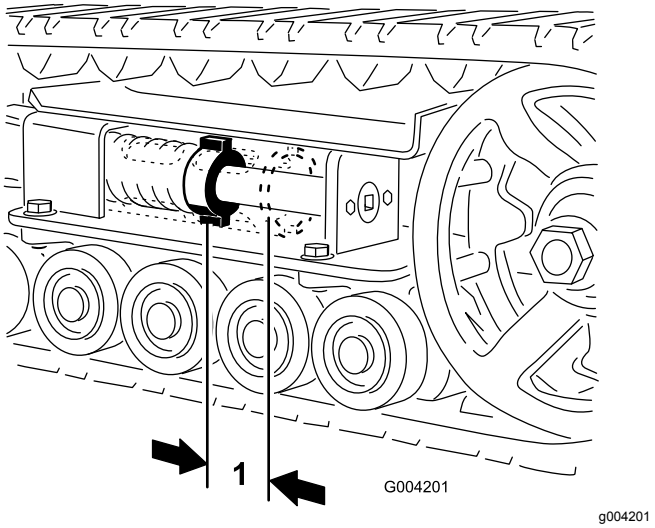

**Figur 44**
Det ska vara 7 cm mellan spännmuttern och spännrörets baksida (Figur 44). Om så inte är fallet ska larvbandens spänning justeras enligt följande:
5. Vrid spännskruven motsols med en 25-mm hylsnyckel tills avståndet mellan spännmuttern och spännrörets baksida (Figur 44) är 7 cm.
12. Vrid spännskruven motsols tills avståndet mellan spännmuttern och spännrörets baksida (Figur 44) är 7 cm.
18. Vrid spännskruven motsols tills avståndet mellan spännmuttern och spännrörets baksida (Figur 44) är 7 cm.